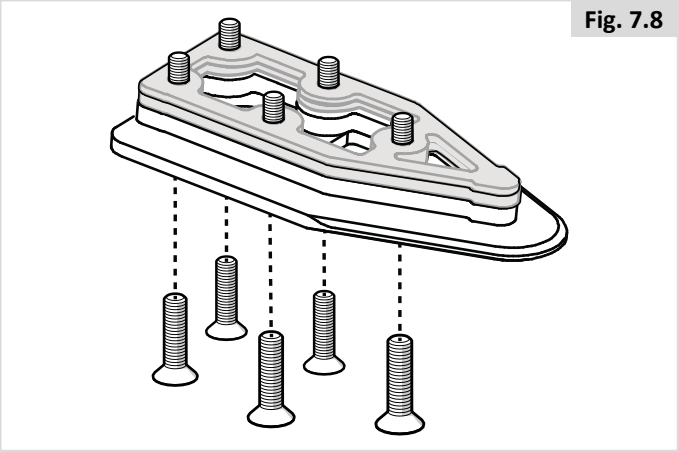

Fig. 7.8
3. Steek de vijf bouten door de aankoppelplaat, het verplichte passtuk van 8 mm en de gekozen optionele pasringen (grijs in de afbeelding) (Fig. 7.8).